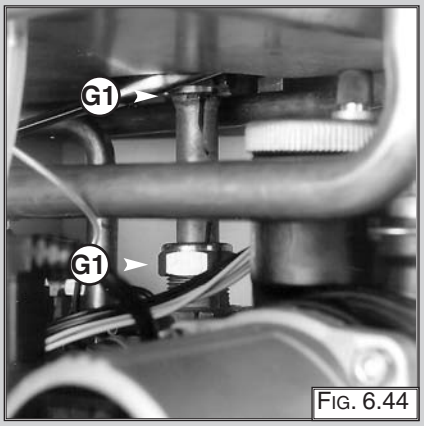

Fig. 6.44
1. Release nuts “G1” and remove the gas pipe (Fig. 6.44);